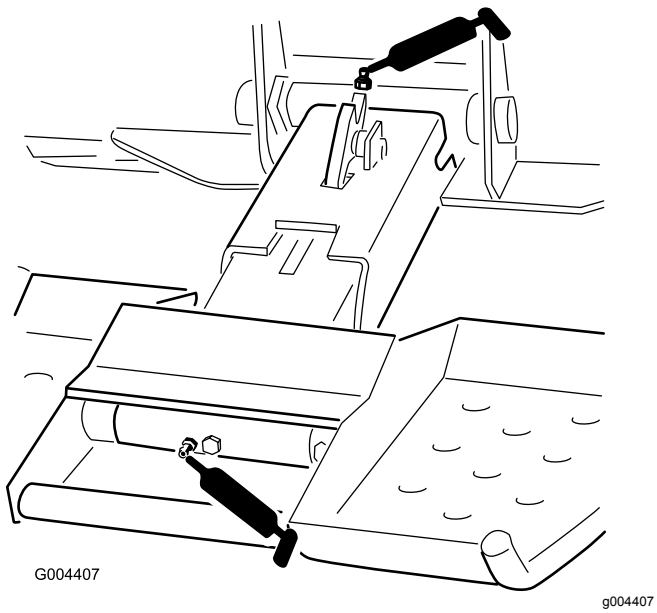

Rysunek 12
4. Podłączyć smarownicę do każdej smarowniczki (Rysunek 12).